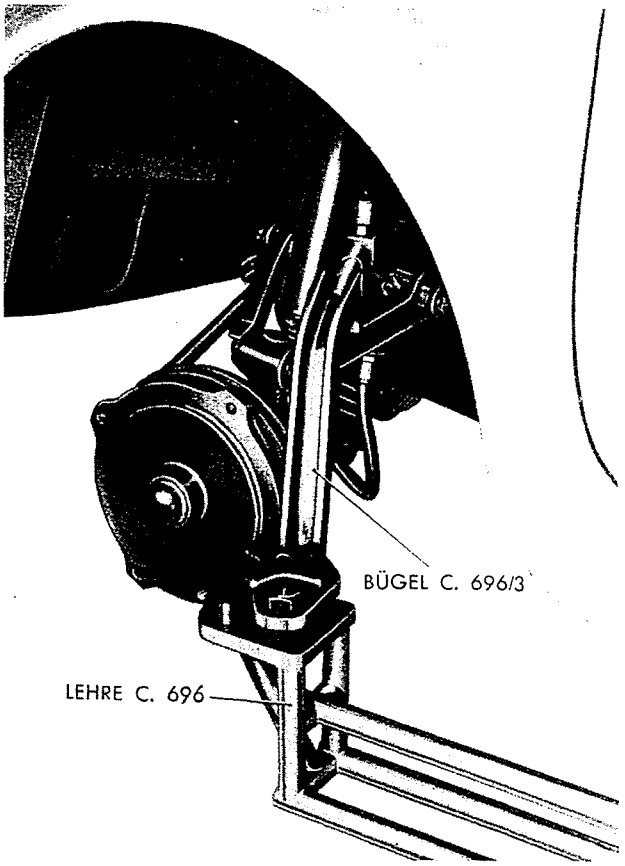

Abb. 261 - Kontrolle der linken Hinterradeinstellung.
e) Am vorderen Ende der Lehre **C. 696** den Bügel **C. 696/3** anbringen (Abb. 261).
f) Nachprüfen, ob der Bolzen am vorderen Ende des Bügels **C. 696/3** vorschriftsmässig in Berührung mit der Querlenkerachse der Vorderradaufhängung steht (Abb. 261). Ist dies nicht der Fall, Einstellung g) vornehmen.